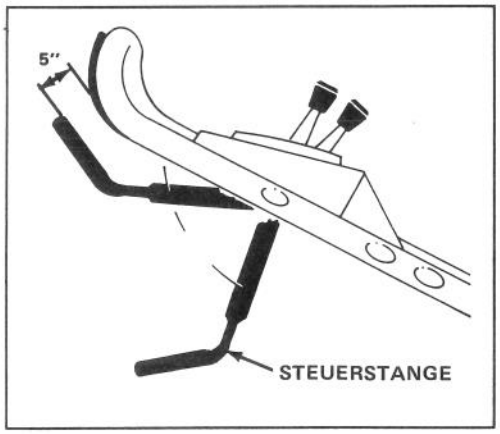

Bild 13
2. Die Steuerstange in die unterste Stellung schieben (Bild 13). Damit rastet der Hebel-Mechanismus vor dem Messer ein.
6. Die Steuerstange in die unterste Stellung drücken, damit der Mechanismus einrastet (Bild 13).
7. Die Steuerstange langsam soweit anheben, bis sich der Grasfangsack etwas aufbläht (etwa 13 cm unter dem Griff) (Bild 13). Das Zeigt, daß das Mähmesser eingekuppelt wurde und sich dreht.